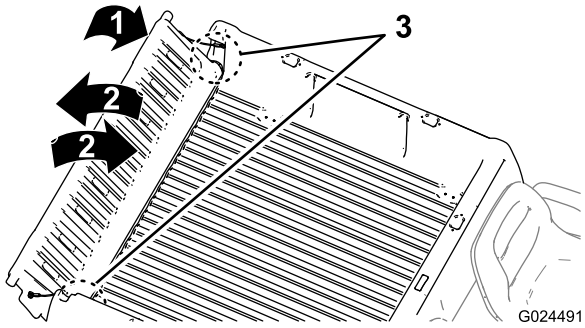

Figur 12
2. Drej bagklappen til en position på cirka 45° (Figur 12).
3. Drej bagklappen frem og tilbage flere gange med en kort, vibrerende bevægelse (Figur 12).